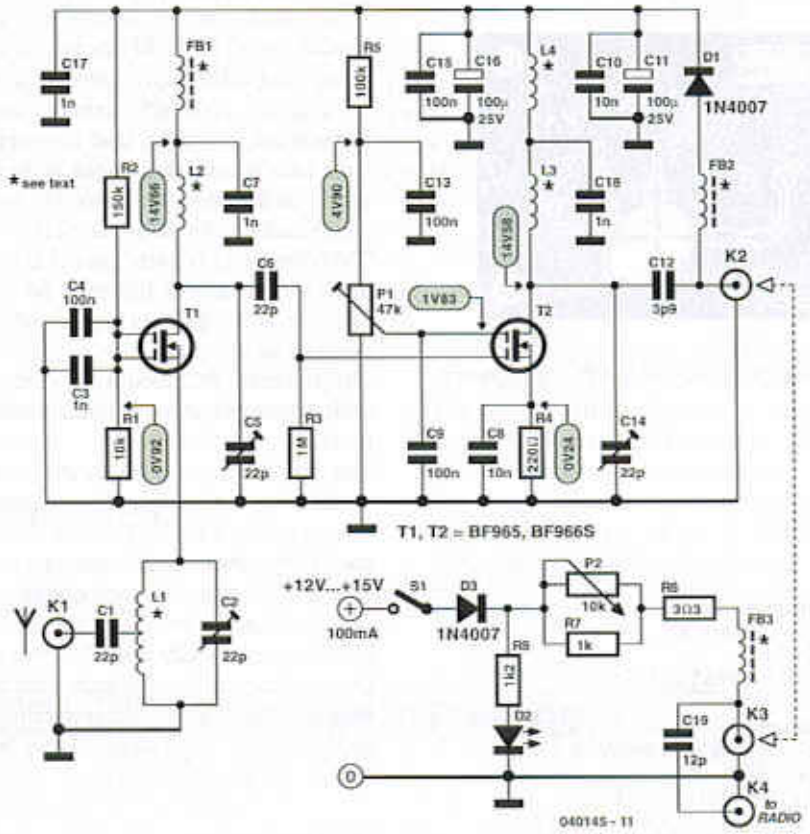

Figure 1. Circuit diagram of the two-stage preamplifier for VHF FM receivers.
The circuit diagram in **Figure 1** reveals the secret: dual-gate MOSFETs in positions T1 and T2. The first of these, T1, is configured mainly for low noise and antenna matching and the second, T2, for high gain. Unusually, the antenna signal is applied to T1 via its source (S) terminal, which is convenient because unlike one of the gates (G1 and G2) it already represents a fairly low impedance. None the less, for impedance matching with the 50 Ω coax cable a tap needs to be used on tuned filter L1/C2.
refer to the component drawing shown in Figure 1. You may find that the legs are a bit too long for the PCB but don't use your cutters until the very last moment because without the stud marker (source terminal) you will be lost for device orientation.